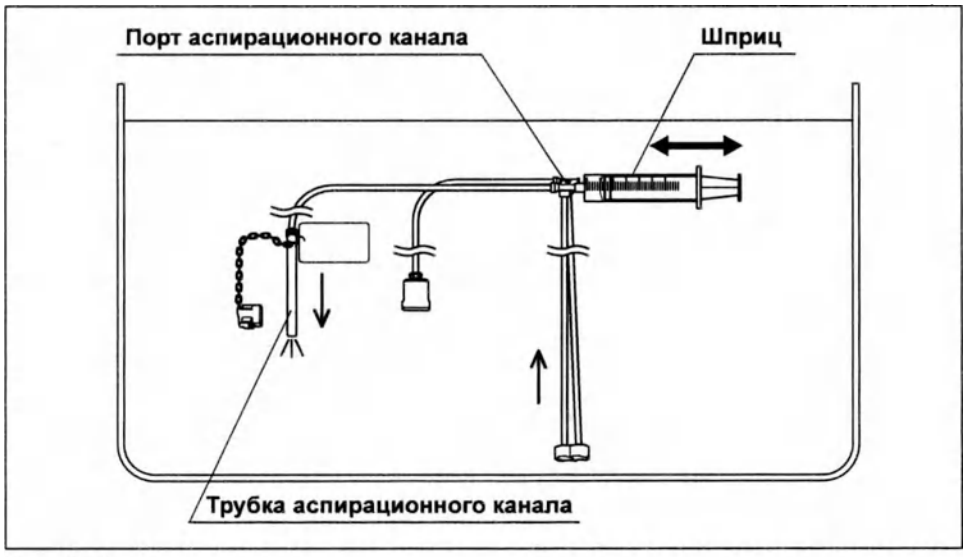

Рис. 6.31
2. Полностью погрузив шприц и инъекционную трубку в воду для промывания, медленно оттяните поршень шприца, чтобы заполнить шприц водой для промывания. Затем надавите на поршень, чтобы промыть аспирационный канал инъекционной трубки 30 миллилитрами воды для промывания. Убедитесь в том, что во время промывания из трубки не выходят пузырьки воздуха. (см. рис. 6.31)